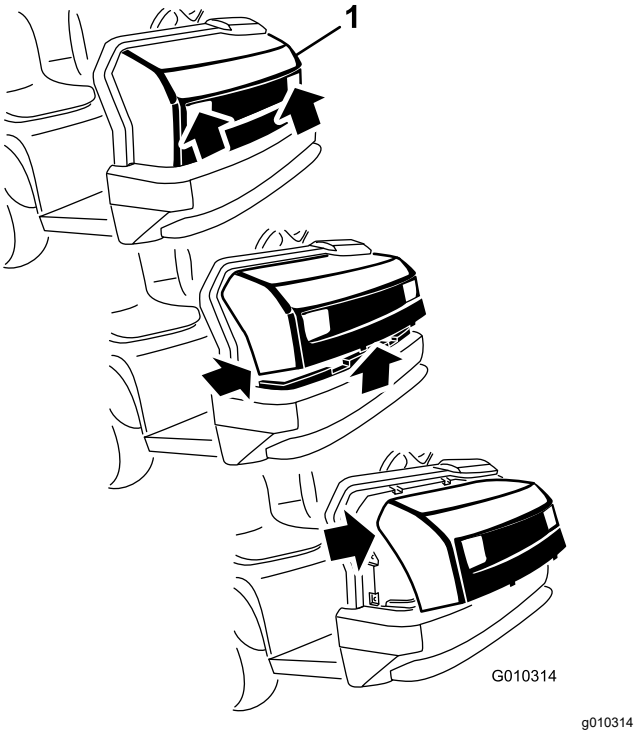

Figura 28
1. Segurando firmemente no capot pelas aberturas dos faróis, eleve o capot para soltar as patilhas de montagem inferiores das ranhuras da estrutura (Figura 28).
2. Desloque a parte inferior do capot para cima até ser possível retirar as patilhas de montagem superiores das ranhuras da estrutura (Figura 28).
3. Incline a parte superior do capot para a frente e desligue os conectores de fios dos faróis (Figura 28).
2. Insira as patilhas de montagem superiores nas ranhuras da estrutura (Figura 28).
3. Insira as patilhas de montagem inferiores nas ranhuras da estrutura (Figura 28).